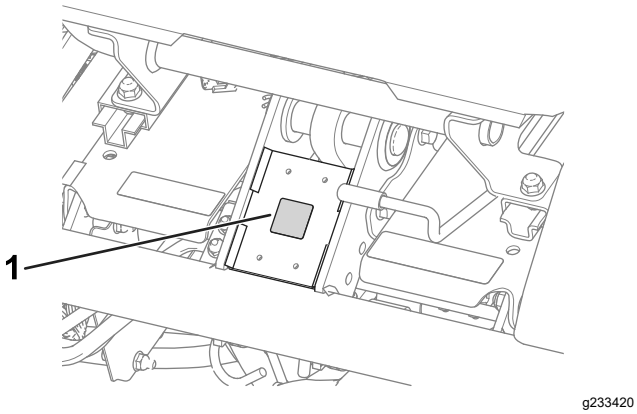

Figure 9
- Apposez l'autocollant de marque de conformité CE sur le cadre, sous l'avant du siège (Figure 9).